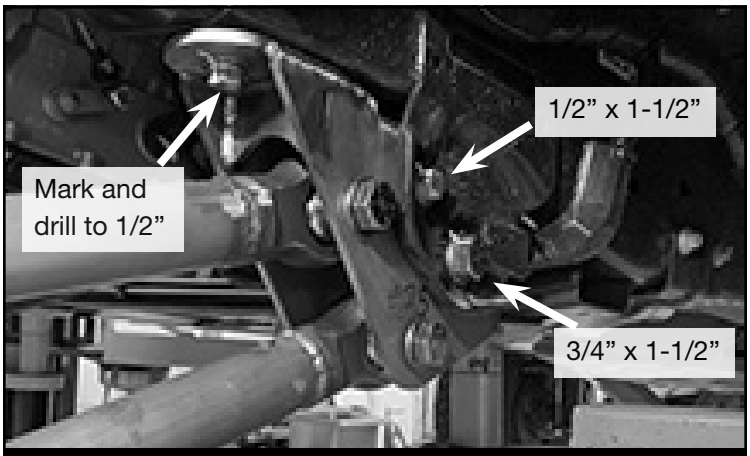

*FIGURE 16 - STEP 20*
20. Install FT31083 (4-Link Bracket) to the factory radius arm pocket using the supplied 3/4” x 1-1/2” Bolts, washers and nuts and 1/2” x 1-1/2” bolts, washers and nuts. **NOTE: The 1/2” bolt location will need to be drilled out to accommodate the 1/2” hardware.** Locate the foward hole on the new bracket, use this to mark the frame. Remove the bracket and drill the factory frame using a 1/2” drill bit. Reinstall the bracket. **Install hardware on both sides of the pocket. SEE FIGURE 16**